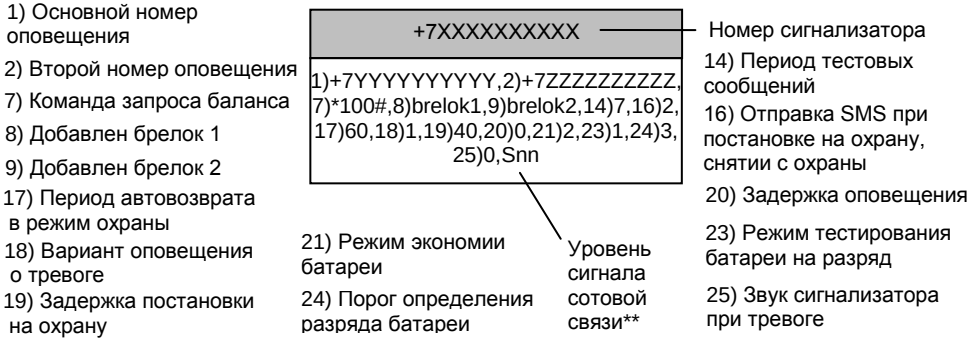

Рис.8 Пример SMS с настройками*
На номер основного телефона оповещения, также приходят сообщения с настройками (рис.8), тестовые сообщения содержащие баланс, сервисные сообщения об ошибке связи и сообщения от оператора сотовой связи (например, «Этот абонент доступен для звонка», «Ваш запрос принят, ожидайте ответ по SMS» и т.п.).
6. Через 40 секунд после последнего действия сигнализатор отправит на основной номер оповещения SMS с настройками (пример – см. рис.8) и перейдёт в режим «Снят с охраны».